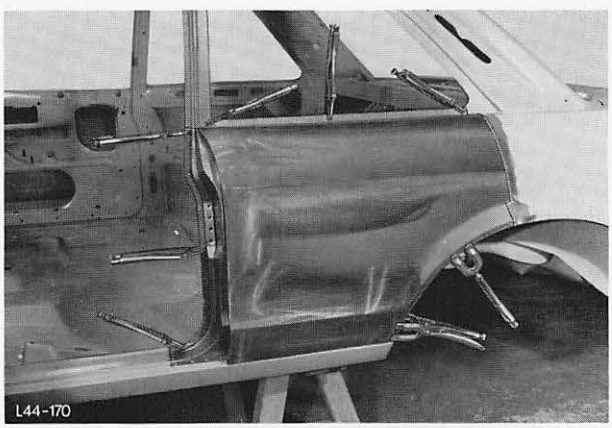

Abb. 203 Neuteil anpassen und mit Spannzangen befestigen
19. Teileinsatz von Seitenwand (Neuteil) abtrennen, anpassen und eventuell etwas nachschneiden, Abb. 203.